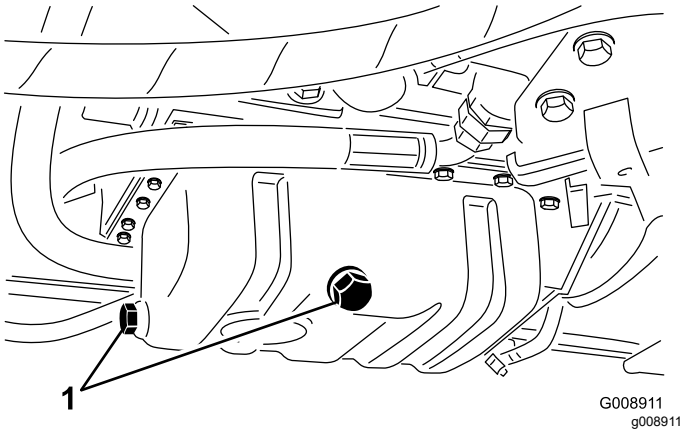

Figur 74
3. Ta bort en av avtappningspluggarna (Figur 74) och låt oljan rinna ned i avtappningskärlet. Sätt tillbaka pluggen när oljan har slutat att rinna.